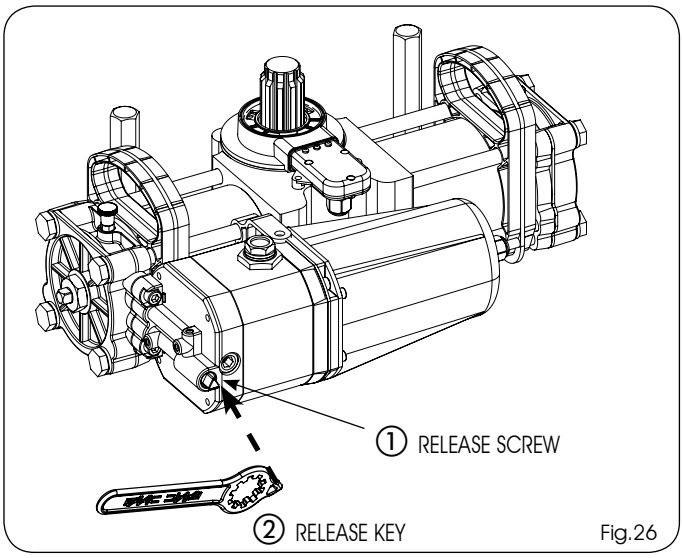

Fig.26
If the gate has to be moved manually due to a power cut or fault of the automated system, use the hydraulic release device with the release key (Fig.26 ref. ②):
2) Turn the release screw (Fig.26 ref.①) inserting the triangular recess of the supplied key (Fig.26 ref. ②):